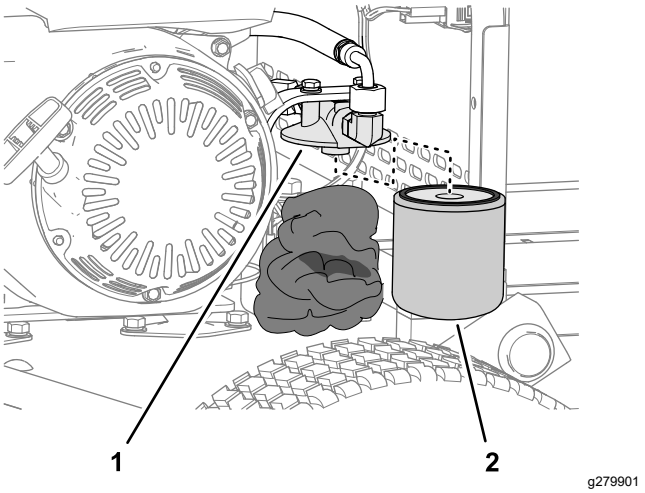

Figur 38
2. Pak klude under hydraulikfilteret (Figur 38).
3. Fjern forsigtigt hydraulikfilteret (Figur 38).
5. Monter filteret på filterhovedet ved håndkraft (Figur 38), indtil pakningen kommer i berøring med filterhovedet, og spænd derefter filteret en yderligere ¾ omgang.